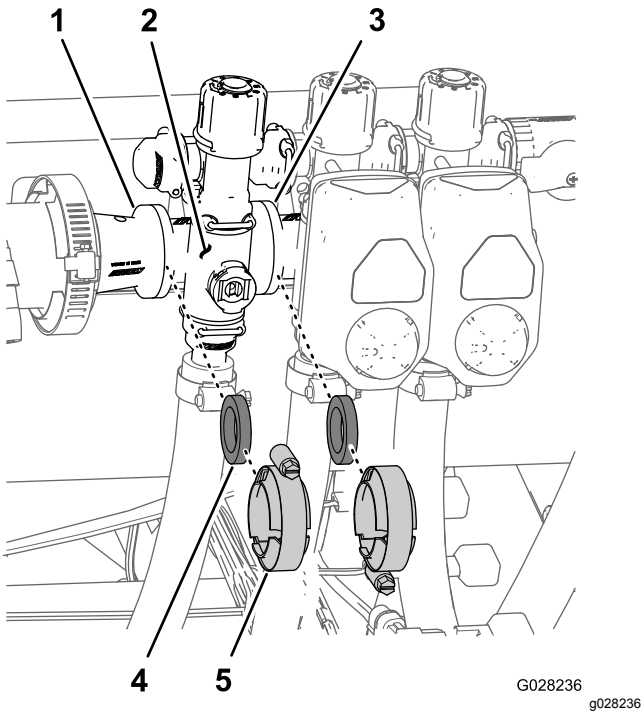

Figur 108
1. Fjern de klemmer og pakninger, der fastgør sektionsventilens manifold (Figur 108) til sektionsventilen ved siden af (hvis du fjerner venstre sektionsventil, skal du skille den fra reduktionskoblingen og sektionsventilen ved siden af).